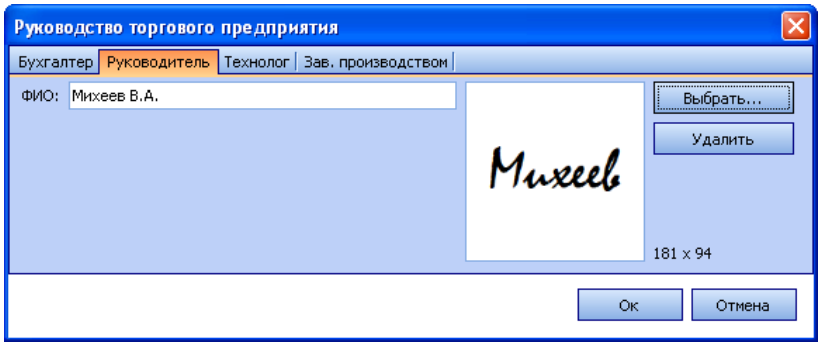

Рисунок 8 Настройка ФИО и факсимиле должностного лица предприятия – Руководитель
3. Нажмите кнопку ..., расположенную справа от поля с нужной должностью. Откроется окно **Руководство торгового предприятия** (Рисунок 8).